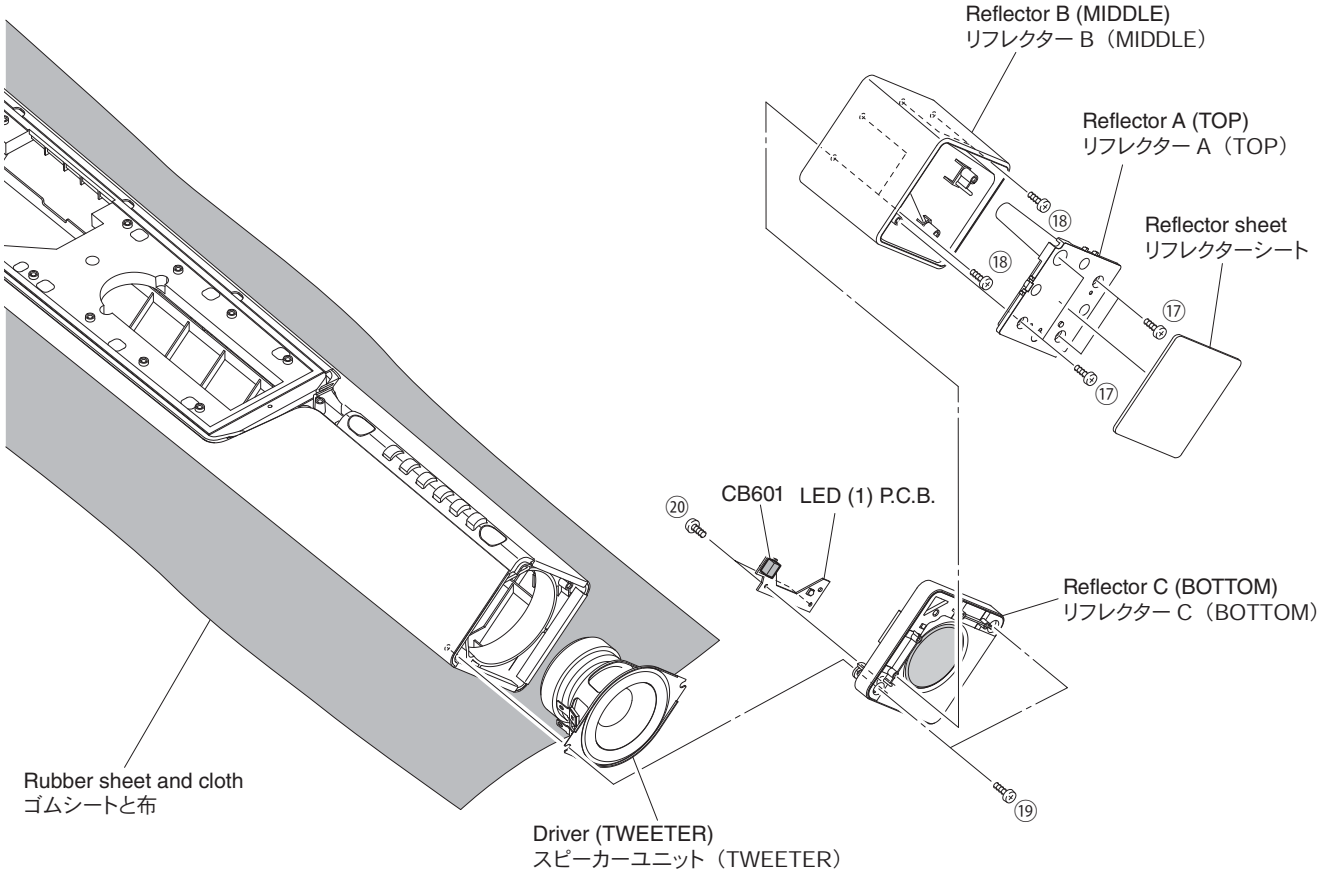

Fig. 7
6. Removal of Driver (Tweeter) and LED (1) P.C.B.
a. Remove the reflector sheet. (Fig. 7)
b. Remove 4 screws (⑰). (Fig. 7)
c. Remove the reflector A (TOP). (Fig. 7)
d. Remove 4 screws (⑱). (Fig. 7)
e. Remove the reflector B (MIDDLE). (Fig. 7)
f. Remove 2 screws (⑲). (Fig. 7)
g. Pull out the reflector C (BOTTOM). (Fig. 7)
h. Remove the driver (TWEETER). (Fig. 7)
i. Remove 2 screws (⑳). (Fig. 7)
j. Remove CB601. (Fig. 7)
k. Remove LED (1) P.C.B. (Fig. 7)
a. リフレクターシートを外します。(Fig. 7)
b. ⑰ のネジ 4 本を外します。(Fig. 7)
c. リフレクター A（TOP）を外します。(Fig. 7)
d. ⑱ のネジ 4 本を外します。(Fig. 7)
e. リフレクター B（MIDDLE）を外します。(Fig. 7)
f. ⑲ のネジ 2 本を外します。(Fig. 7)
g. リフレクター C（BOTTOM）を引き出します。(Fig. 7)
h. スピーカーユニット（TWEETER）を外します。(Fig. 7)
i. ⑳ のネジ 2 本を外します。(Fig. 7)
j. CB601 を外します。(Fig. 7)
k. LED（1）P.C.B. を外します。(Fig. 7)